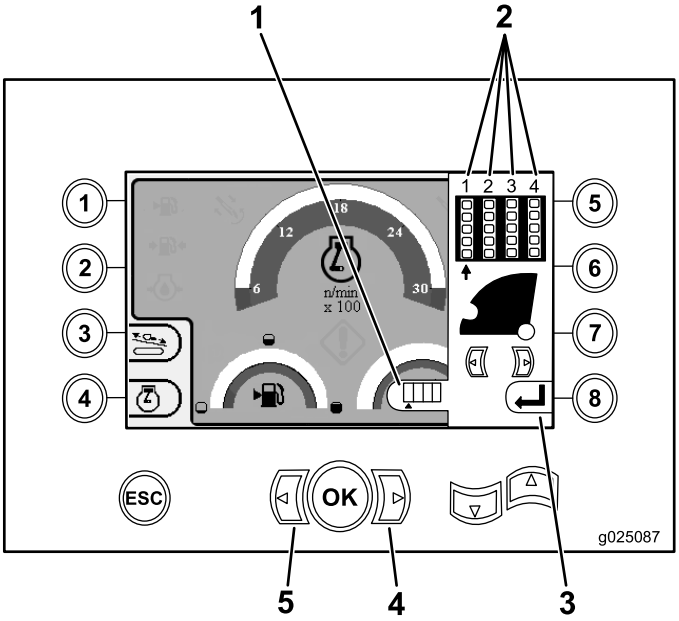

Figure 21
1. Appuyez sur la flèche vers la droite ou la gauche pour sélectionner le numéro de la rangée à laquelle vous souhaitez accéder (Figure 21).
2. Après avoir placé la flèche sous le numéro de la rangée à accéder, appuyez sur le bouton OK (Figure 21), et retournez à l'écran Écran principal (page 28).